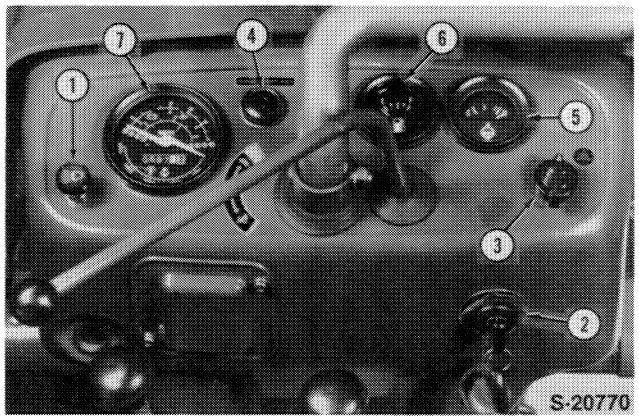

Figure 119
The Model 1710 offset tractor has a fuel gauge (6), Figure 119, located on the instrument panel in place of the fuel level indicator tube used on the standard 1710 tractor. This change requires the addition of a fuel sender unit (1), Figure 120, and changes to the wiring harness.